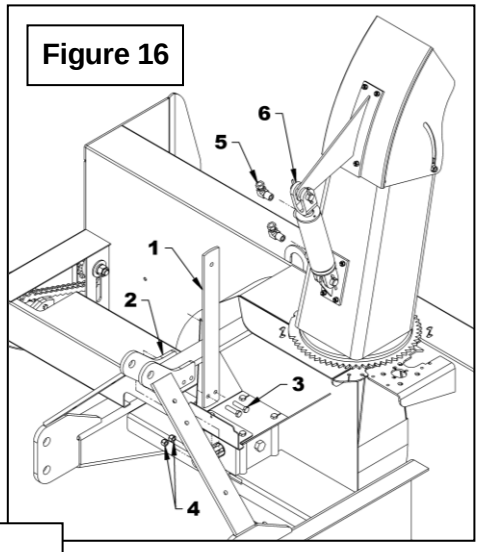

Figure 16
8. **Figure 16:** Installer le support à boyaux (item 1) sur la fixation (item 2) droite ou gauche de l'attache supérieure du trois-points (celle de droite recommandée) à l'aide de deux boulons 3/8''NC x 1 1/2'' (item 3) et deux écrous à bague de nylon 3/8"NC (item 4).
9. **Figure 16:** Installer un coude 90 degrés 3/8" NPT mâle x 1/4" NPT femelle pivotant (item 5) dans chaque port du cylindre (item 6) en utilisant un scellant à filet. Diriger les coudes vers le haut en plaçant celui du bas pour que le boyau n'interfère pas avec celui du haut.